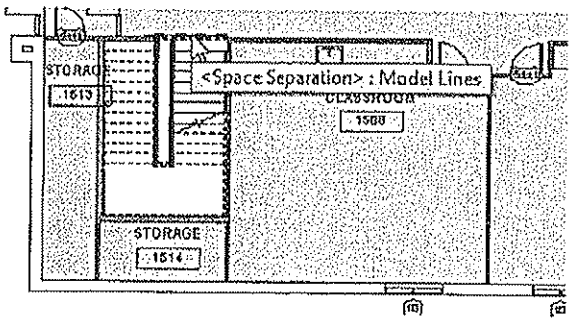

Figure 6–34
1. Zoom in on the Stairs in the North Classroom wing. There is a Space Separation line across the stairwell as shown in Figure 6–34. It is not needed because the stair is open to the corridor. Delete the line and the related Corridor space fills the stairwell.